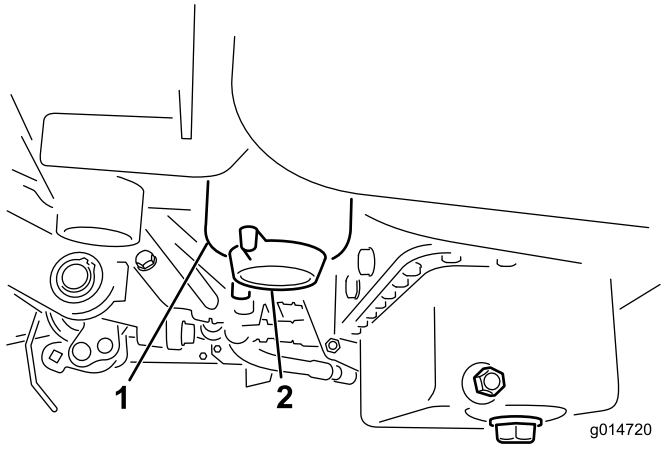

Figur 46
2. Rengør området, hvor filterskålen monteres (Figur 46).
4. Åbn filteraftapningsventilen (Figur 46).